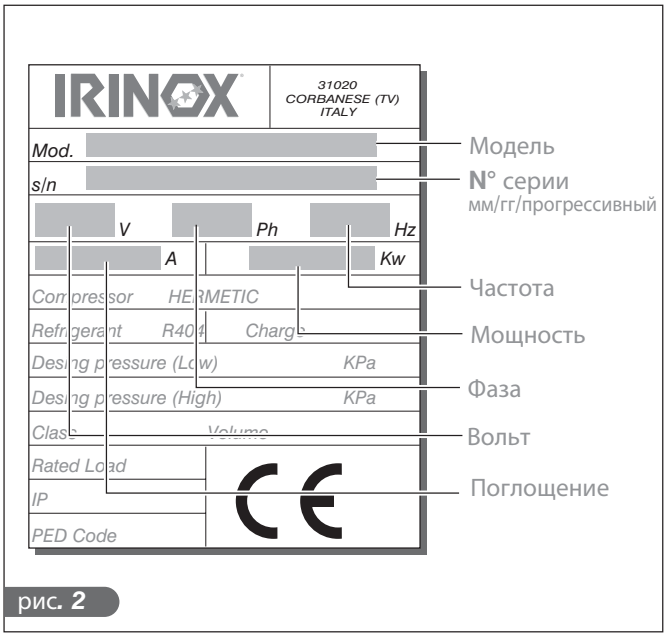

рис. 2
- Табличка, содержащая характеристики аппаратуры расположена на боковой стороне (рис.2).